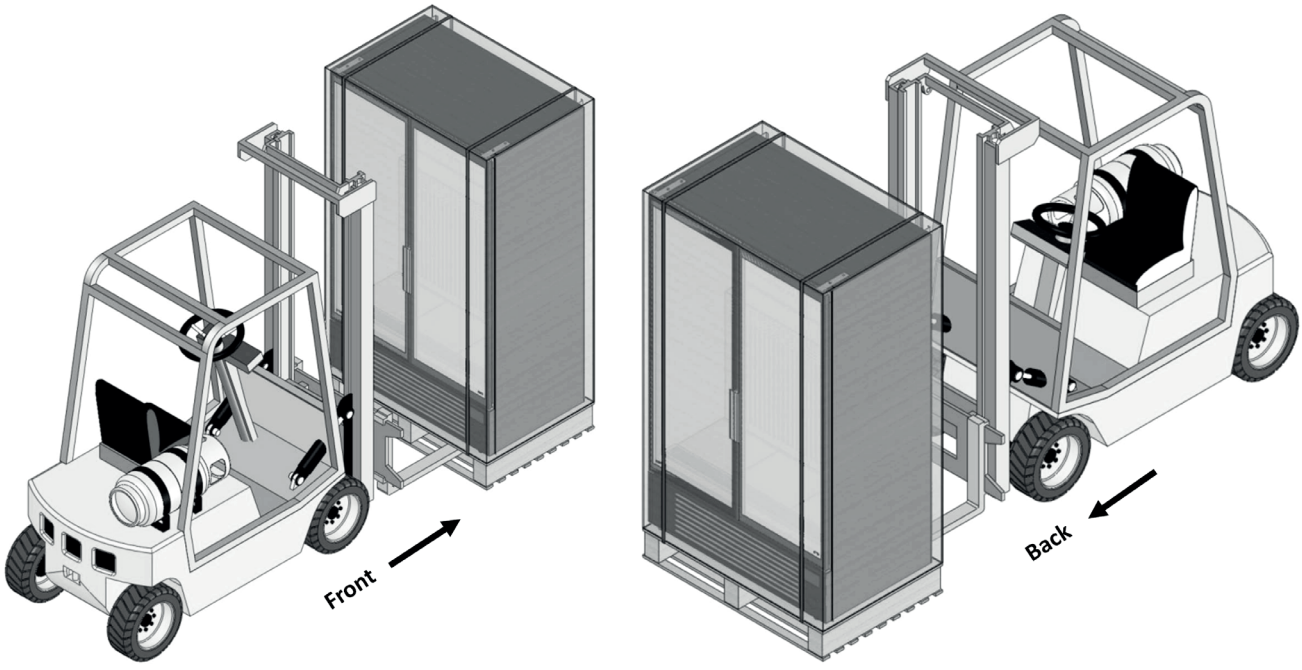

fig. 10
- I colli che compongono l'apparecchiatura devono essere movimentate esclusivamente mediante carrello elevatore (fig.10), lo spostamento manuale può provocare danni strutturali specialmente al castello vetri.
L'apparecchiatura viene consegnata imballata e posizionata su pedana per la movimentazione con carrello a forca (fig.10).